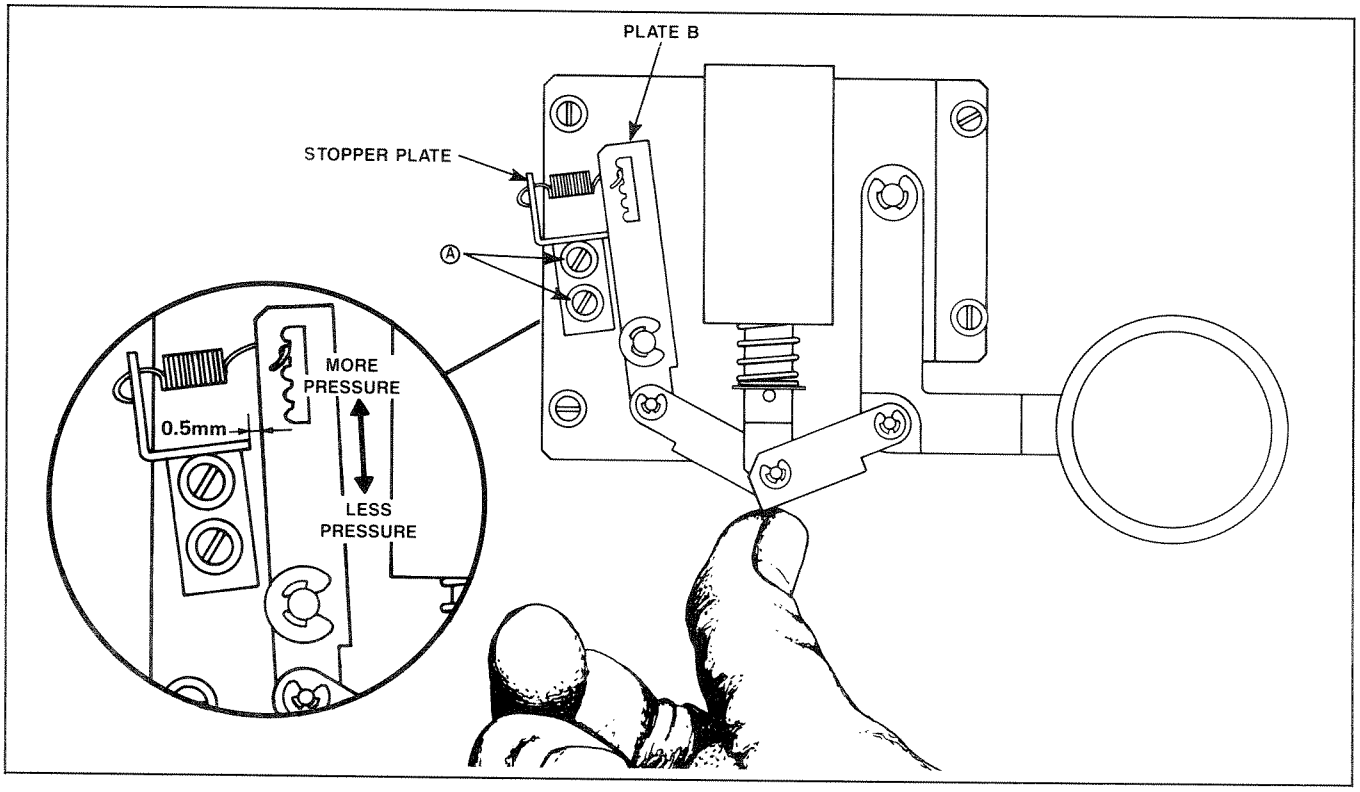

Figure 6-21. Spring Adjustments
STEP 8 Set the tension spring so that the pinch roller guide pressure is $2.5\text{kg}^{+0.3}_{-0}$ kg (refer to Figure 6-21, Spring Adjustments).